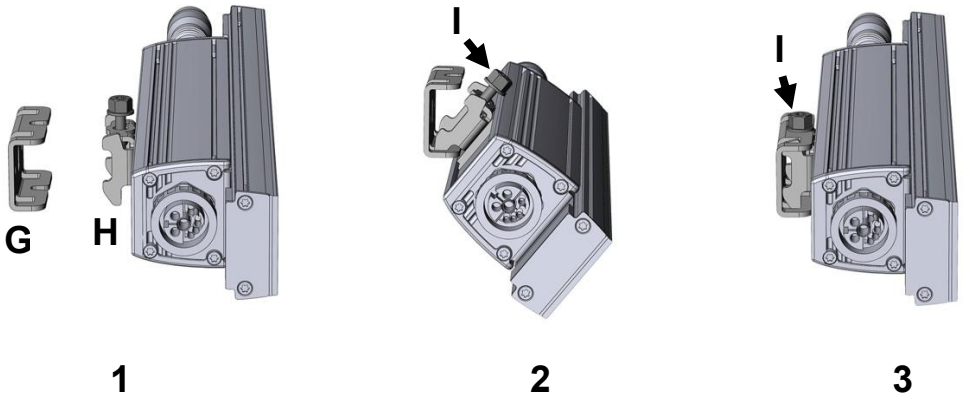

***Figure 3. Quick-mount bracket installation***
1. Use Figure 3. as a guide. Fasten each fixture bracket **H** securely to a sliding plate **A** in the back of the fixture using the two screws supplied with the bracket.